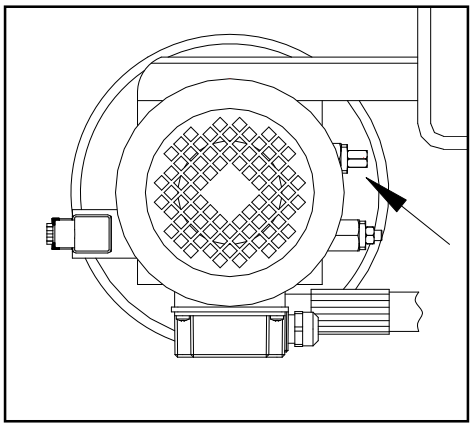

Fig. 11
• La soupape de pression maximale du groupe hydraulique (fig. 11) intervient si le pont est surchargé.